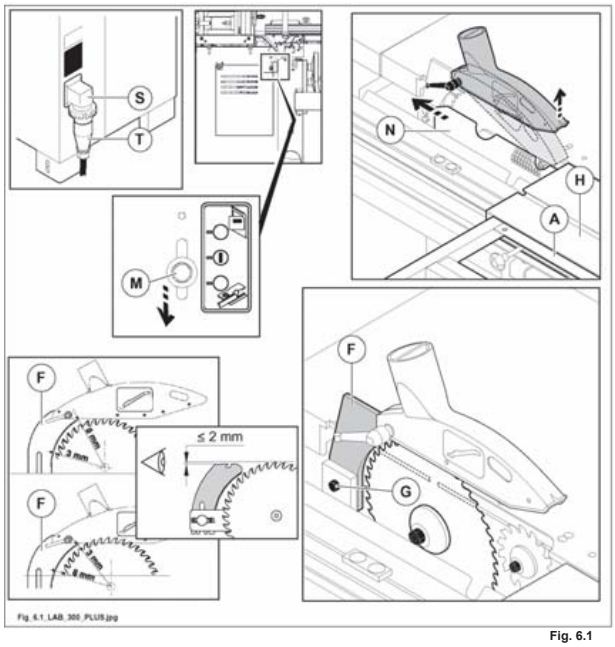

Fig. 6.1
2) Posizionare il telaio di squadro (A fig. 6.1) come in figura e traslare il carro vagone (H fig. 6.1) tutto a destra.
3) Abbassare la leva (M fig. 6.1) ed aprire la protezione (N fig. 6.1).
4) Regolare la posizione in altezza del coltello divisore (F fig. 6.1) allentando il dado (G fig. 6.1).